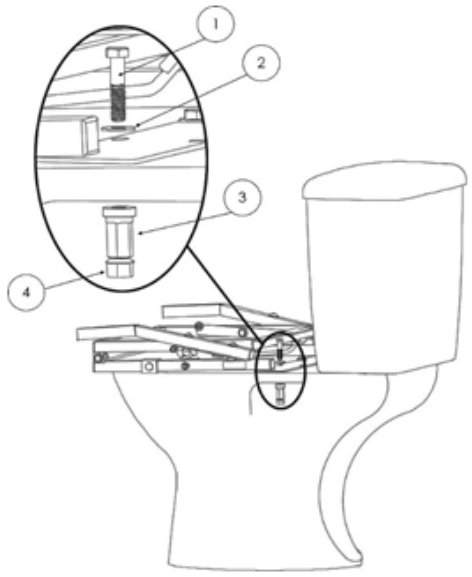

FIG. 3
2.3.1 Repeat the process for the second hole (FIG. 3).